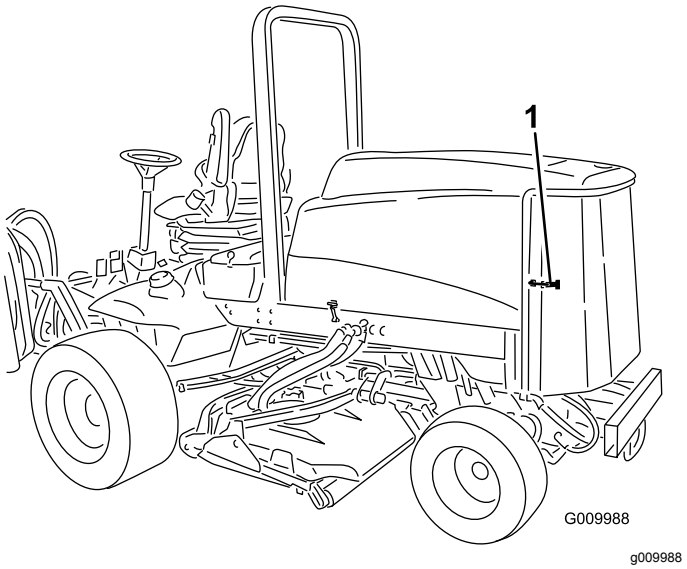

**Figur 72**
1. Åbn den bageste skærm (Figur 72).